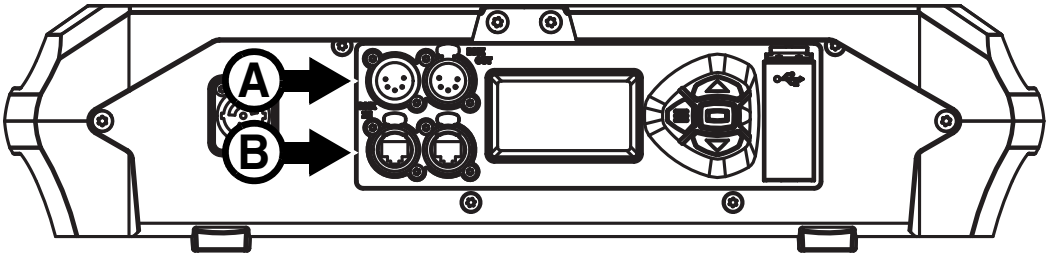

Figure 8 : Connexion de la télécommande
- une paire en XLR (**A**, Figure 8), et
- une paire en etherCON (**B,** Figure 8).
Le MAC Ultra Wash possède des embases XLR 5 broches à verrouillage (voir **A**, Figure 8) pour les entrées et les sorties DMX et RDM par câble DMX. Le brochage par défaut sur les deux embases est le suivant :
Le MAC Ultra Wash dispose d'embases Neutrik etherCON (voir **B**, Figure 8) qui acceptent les protocoles DMX et RDM sur Art-Net et sACN ainsi que le protocole vidéo Martin P3. Chaque embase peut être utilisée indifféremment en entrée ou en recopie.